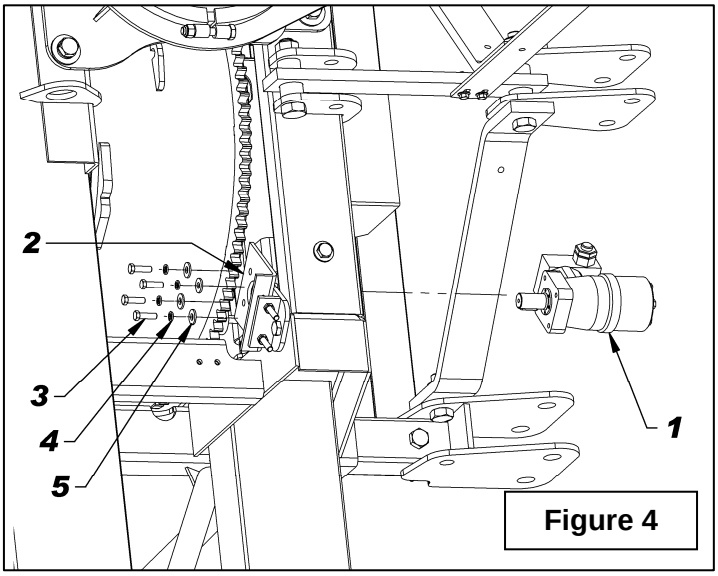
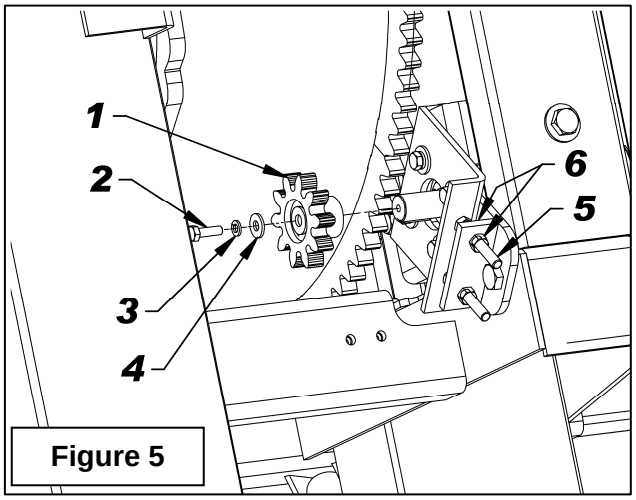

Figure 4
Figure 5
5. **Figure 4:** Enlever l'engrenage et retirer un des boulons 3/8"NC x 1 1/4" (item 3) qui retiennent le moteur, appliquer du Loctite® 243 sur les filets du boulon et serrer à un couple de 33 lb-pi (45 N-M). Répéter pour les trois autres boulons.
3. **Figure 4:** Fixer le moteur hydraulique (item 1) au support de moteur (item 2) démonté à l'étape précédente avec les quatre boulons 3/8"NC x 1 1/4", quatre rondelles de blocage 3/8" et quatre rondelles plates 7/16" de trou (items 3-4-5). Serrer les boulons à la main.
4. **Figure 5:** Glisser l'engrenage (item 1) sur l'arbre du moteur en alignant le chemin de clé de l'engrenage à la clé du moteur. Pousser l'engrenage à fond en passant les dents de l'engrenage entre les dents de la crémaillère du tambour. Si l'espace n'est pas assez grand, visser les deux boulons butoir (item 5) en serrant les écrous (item 6). Fixer l'engrenage en place avec un boulon hex. 1/4"NC x 1" lg (item 2), rondelle de blocage 1/4" (item 3) et rondelle plate 1/4" (item 4). Serrer le boulon selon la ***"Table de Spécification des Couples"***.
6. **Figure 7:** Fixer les boyaux hydrauliques (non fournis) au moteur et raccorder au tracteur. Faire tourner l'engrenage du moteur, un tour à la fois, en vérifiant la distance 1/16" à chaque tour. Si la distance est plus petite que 1/16" réajuster. Il faut vérifier cette distance sur la totalité de la crémaillère du tambour. Lorsque l'engrenage est bien ajusté, stabiliser le moteur avec les deux boulons butoir (**Fig. 5**, item 5) en appuyant la tête des deux boulons contre le support du moteur (**Fig. 4**, item 2). Serrer les écrous (**Fig. 5**, item 6) très fermement.
7. **Figure 4:** Enlever l'engrenage et retirer un des boulons 3/8"NC x 1 1/4" (item 3) qui retiennent le moteur, appliquer du Loctite® 243 sur les filets du boulon et serrer à un couple de 33 lb-pi (45 N-M). Répéter pour les trois autres boulons.